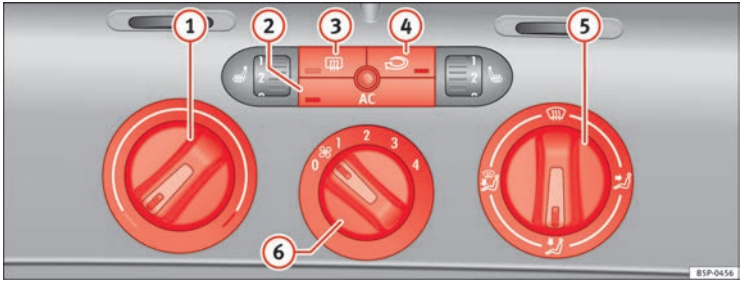

Fig. 129 On the dash panel: Climatic controls
– Use the knobs ⇒ fig. 129 (1) and (5) and control (6) to set the temperature, air distribution and blower speed.
– To switch a function on or off, press the appropriate button (2), (3) or (4). When the function is activated, the display window in the lower corner of the button is lit.
(1) Temperature selector ⇒ page 160
(2) AC button – Heating, ventilation and air-conditioning system on/off ⇒ page 160
(3) button – Heated rear window The heating will be switched off automatically approximately *20 minutes* after switching on. It can also be switched off beforehand by pushing the button.
(4) Button – Air recirculation mode ⇒ page 161
(5) Air distribution control ⇒ page 160
(6) Blower switch. There are four speed settings for the air flow. The air flow should always be set at the lowest speed when driving slowly.
– Switch on the air conditioner using the button ⇒ fig. 129 AC.